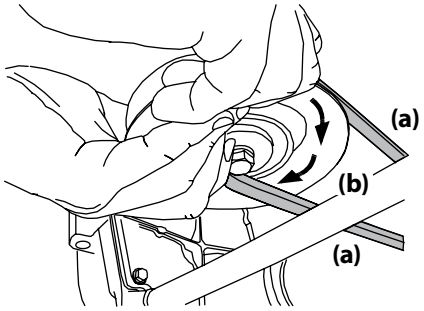

Figure 4-17
d. While still holding the PTO belt (a) downward, continue turning the PTO pulley (b) until the PTO belt (a) is rolled off the PTO pulley (b). Refer to Figure 4-17.
11. Pull the right side of the PTO belt rearward and place the narrow V-side of the PTO belt into the PTO pulley. See Figure 4-17.
12. While holding the PTO belt and PTO pulley together, rotate the PTO pulley to the left (See Figure 4-17). Continue holding and rotating the PTO pulley and PTO belt until the PTO belt is fully rolled into the PTO pulley.